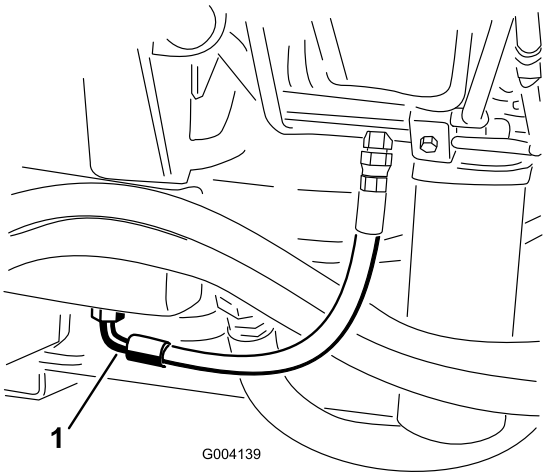

Rysunek 77
2. Umieść dużą miskę drenażową pod spustem na spodzie zbiornika hydraulicznego (Rysunek 77).